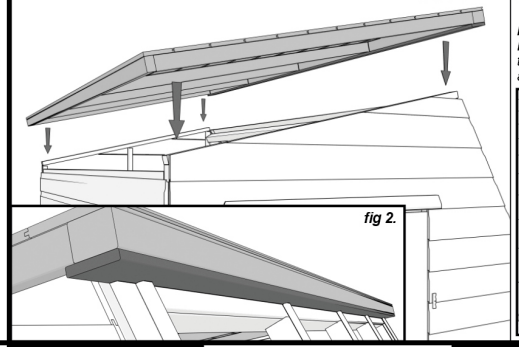

fig 2.
4.a Place the roof panel in position, ensuring that the end with the underside soffit already fastened on the roof is at the front of the building. *(fig 2)*